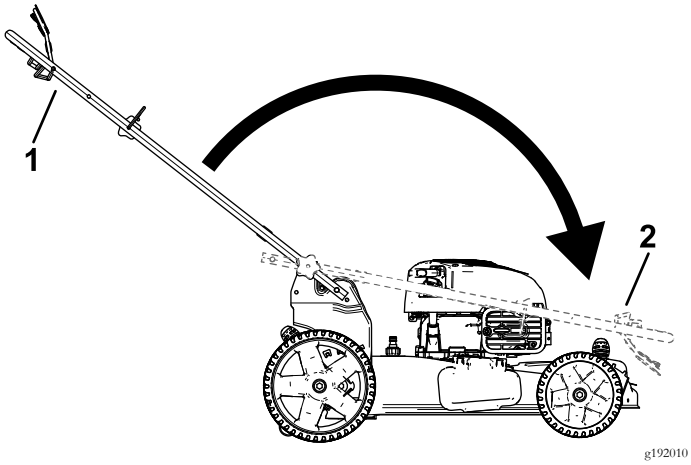

Figur 24
2. Fold håndtaget ved at dreje det fremad (Figur 24).